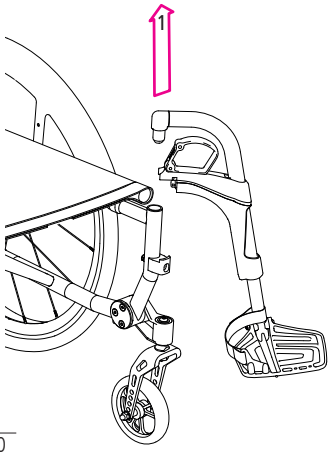

fig. 20
4. A questo punto è possibile estrarre il sostegno per la gamba tirandolo verso l'alto (1, fig. 20).